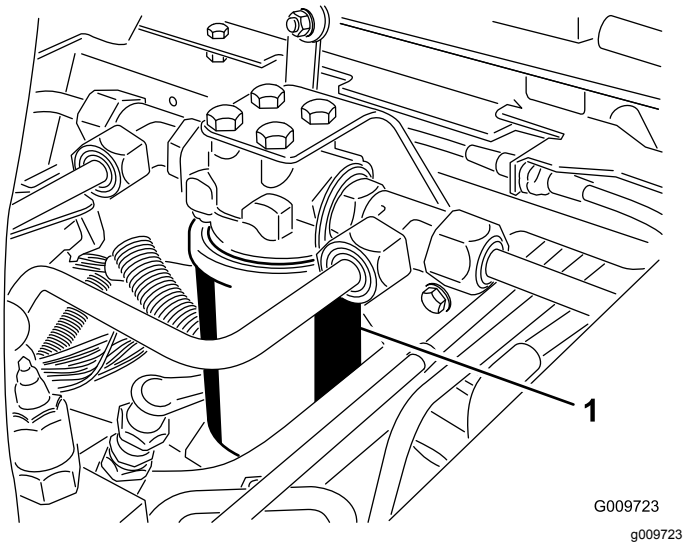
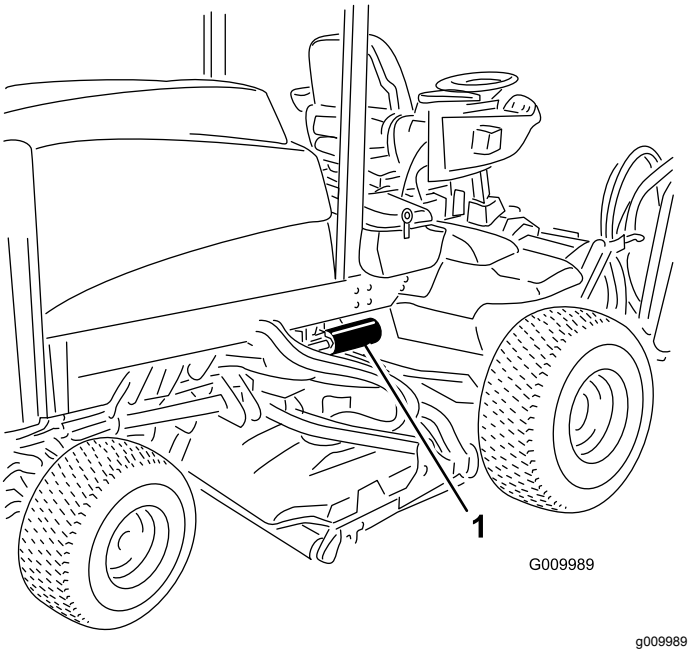

Rysunek 76
Rysunek 77
2. Wyczyść obszar wokół mocowania filtra. Umieścić miskę pod filtrem i zdemontuj filtr (Rysunek 76 oraz Rysunek 77).